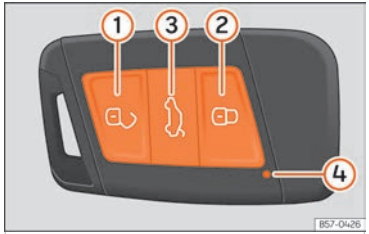

Fig. 46 Clau del vehicle.
Quan es prem breument un botó a la clau del vehicle, l'indicador de control parpelleja ④ ››› **fig. 46** un cop breument, però si es prem durant un temps prolongat, parpelleja diverses vegades, per exemple, en l'obertura de confort.